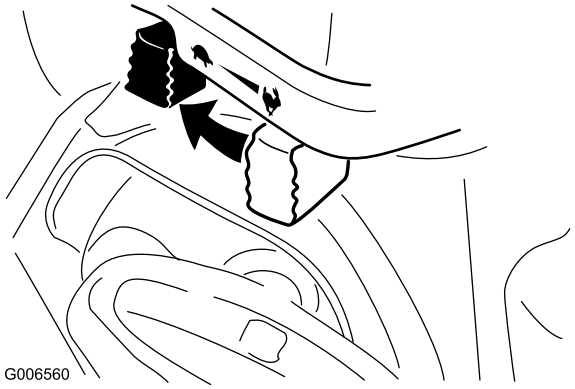

Figur 31
1. Flytta gasreglaget till det långsamma läget och sedan till stoppläget (Figur 31).